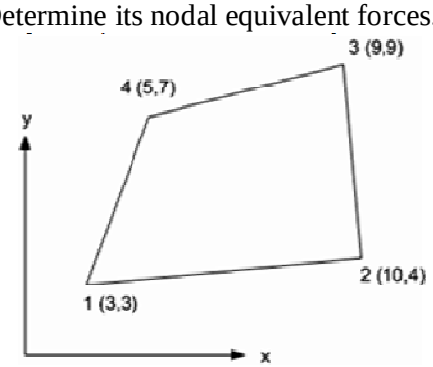

Figure 5
Q.5 **(a)** Determine the Cartesian coordinate of the point P (ɜ=0.4, ɖ=0.4) for the element shown in figure 5. On this point the load components in X and Y directions are 20kN and 8 kN respectively. Determine its nodal equivalent forces. **07**